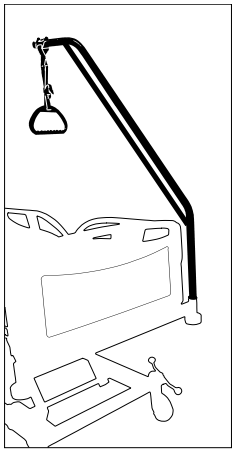

Abbildung 25 – Installieren des Bettgalgens
1. Den Bettgalgen in eine der beiden Zubehörhülsen einführen (Abbildung 25).